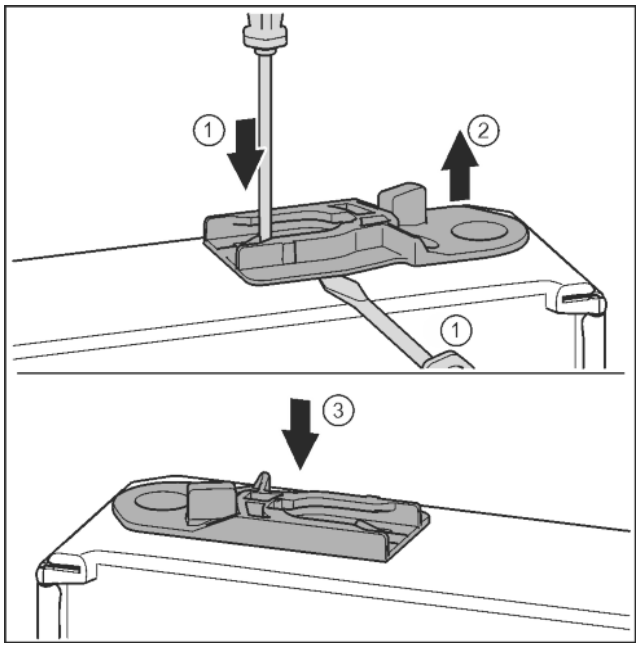

Fig. 33
- ▶ Geleidingsbus eruit trekken: Lip met de sleufschroevendraaier indrukken en gelijktijdig de sleufschroevendraaier onder de geleidingsbus plaatsen. *Fig. 33 (1, 2)*
- ▶ De bij de levering geleverde geleidingsbus op de andere zijde van de behuizing aanbrengen. *Fig. 33 (3)*